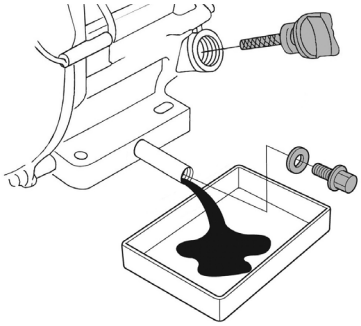

**Рис. 38 Замена масла в двигателе**
*(1) Техническое обслуживание должно осуществляться более часто, при работе в пыльных условиях.*
*(2) Данный вид работ необходимо выполнять в авторизованном сервисном центре.*
6. Удерживая одним ключом трубку-удлинитель от проворачивания открутите пробку для слива масла и слейте отработанное масло в подготовленную для этого емкость (Рис. 38).